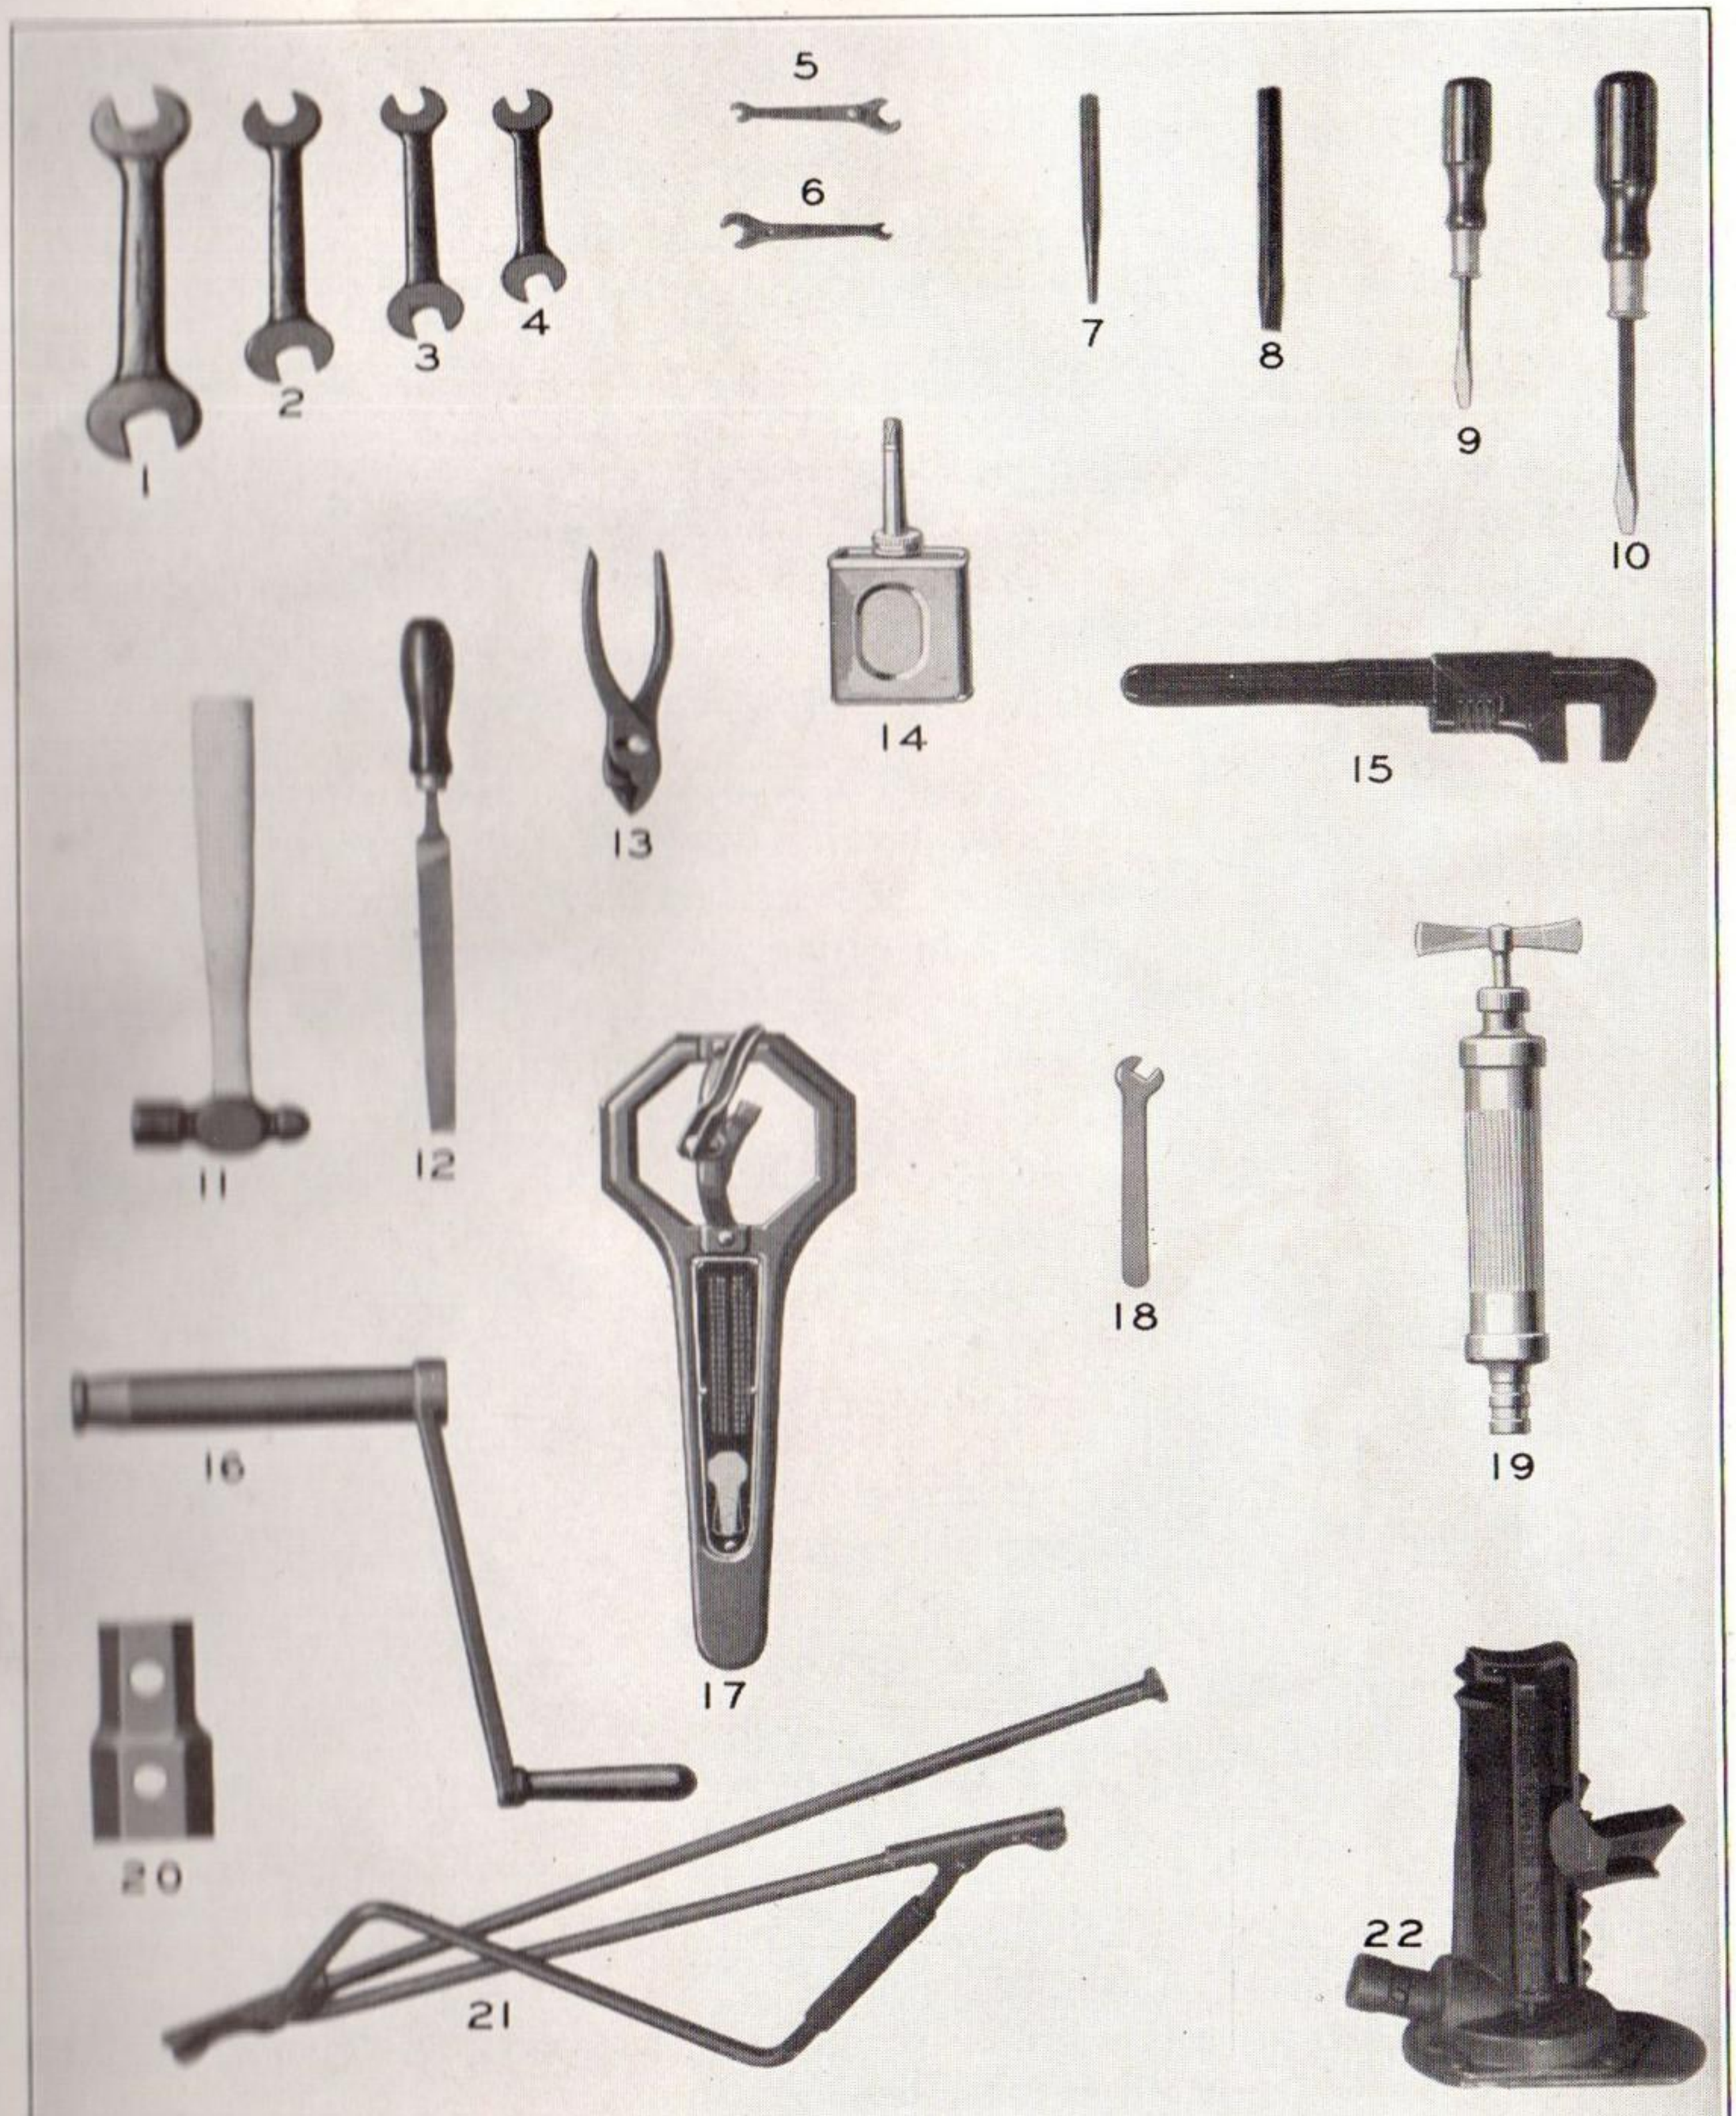

Figure 15. The tools are carried in the compartment under the front seat. See page 28 for the name and use of each tool.
The tools comprising the standard equipment are listed below, and are illustrated in Fig. 15. Items listed opposite Nos. 23, 24, 25, 26, and 27 are not illustrated.
17. Hub cap wrench (Fig. 15 shows wrench for wire wheels)